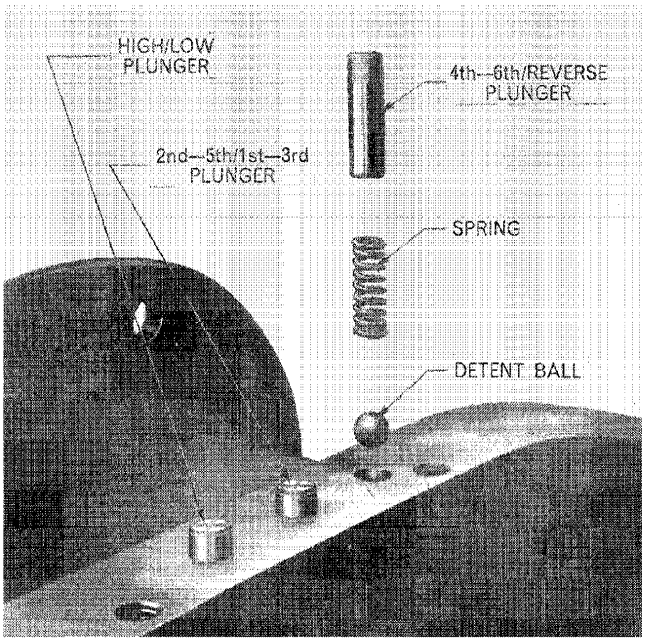
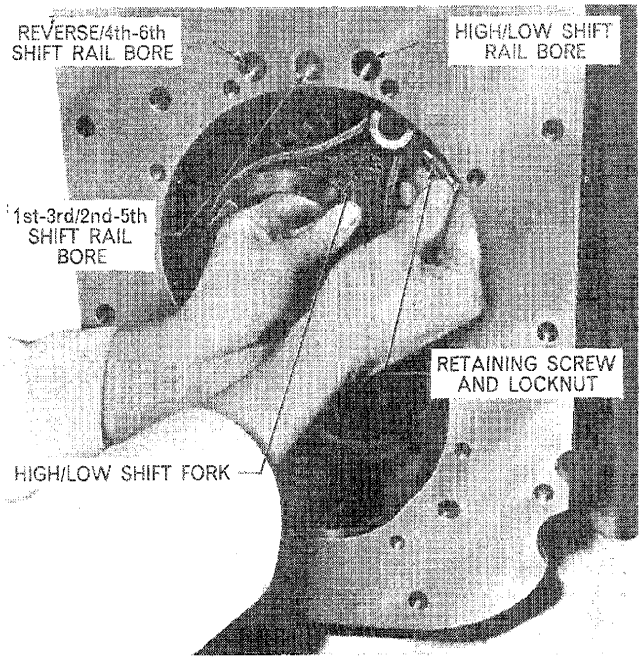

Figure 26
Figure 27
1. Extract the three shift rail plungers and springs from their bores, Figure 26. Pull the High/Low shift fork rearward and remove the sliding coupling. Loosen the locknut, remove the screw retaining the High/Low fork, Figure 27, and remove the fork to the rear. Rotate the High/Low rail until the screw and locknut retaining the shift connector are uppermost. Loosen the locknut, remove the screw and slide the rail out to the rear, removing the shift connector.